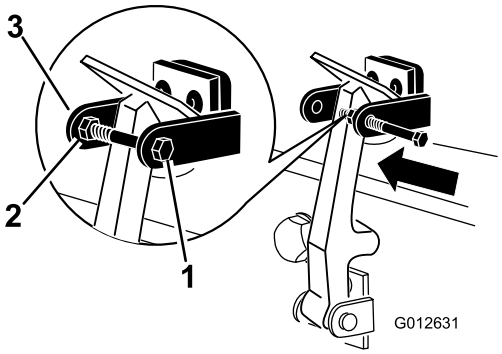

Figur 9
7. Skruva i skruven i den andra armen på motorhuvens låsfäste för att låsa spärren på plats (Figur 9). Dra åt skruven ordentligt, men dra inte åt muttern.